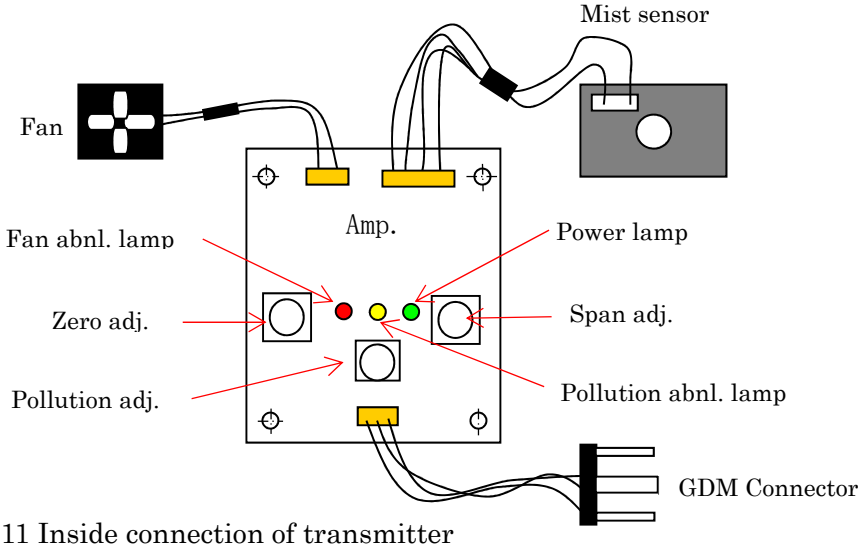

Fig 11 Inside connection of transmitter
Remove the lid with GDM connector and the amplifier shown in Fig.11 will appear. Replace the fan and mist detection element for each connector.
15. Inside connection of transmitter : Refer to Fig 11